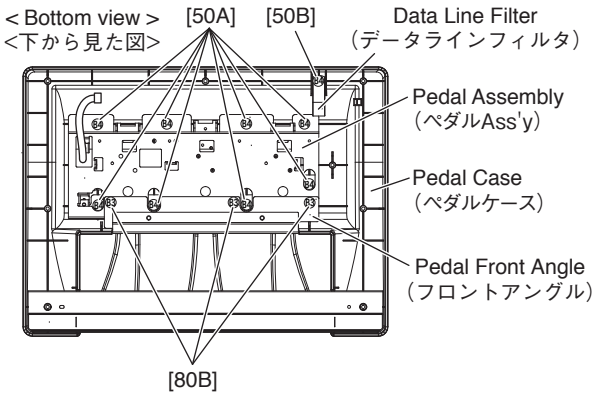

Fig.17（図 17）
16-3-3 Remove the three (3) screws marked [80B]. The pedal front angle can then be removed. (Fig.17)
16-3-4 Remove the eight (8) screws marked [50A]. The pedal assembly can then be removed. (Fig.17)
16-3-3 [80B] のネジ 3 本を外しフロントアングルを外します。（図 17）
16-3-4 [50A] のネジ 8 本を外しペダル Ass'y を外します。（図 17）
16-4-4 Remove the screw marked [50B]. The pedal case and the data line filter can then be separated. (Fig.17)
16-4-4 [50B] のネジ 1 本を外しペダルケースからデータラインフィルタを外します。(図 17)